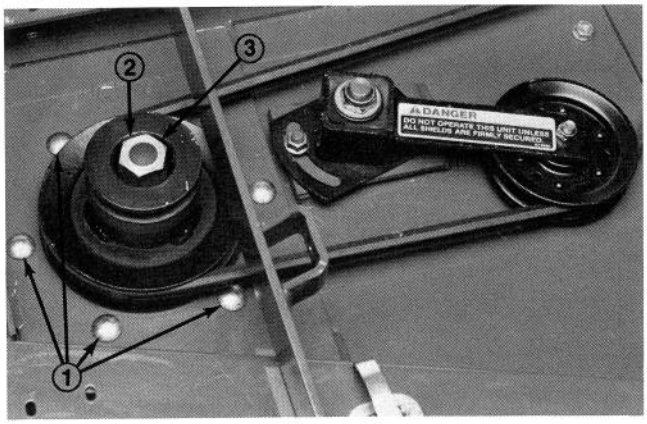

Figure 2
5. Remove six carriage bolts and flange nuts securing spindle housing assembly to cutting unit (Fig. 2). Slide spindle housing assembly out bottom of cutting unit.